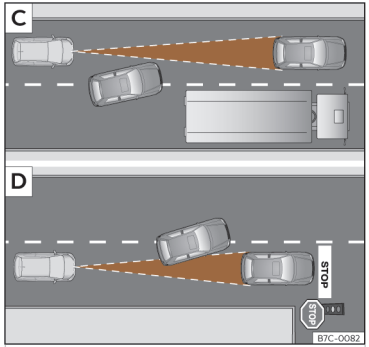

Abb. 133 C Fahrspurwechsel eines anderen Fahrzeugs. D Abbiegendes und weiteres stehendes Fahrzeug.
- Fahrzeuge, die in geringem Abstand auf die eigene Fahrspur wechseln ››› **(Abb. 133)** C.
Es ist möglich, dass ACC nicht auf stehende Fahrzeuge reagiert. Wenn z. B. ein von der ACC erfasstes Fahrzeug abbiegt oder ausschert und sich vor diesem Fahrzeug ein stehendes Fahrzeug befindet, reagiert ACC nicht auf das stehende Fahrzeug ››› (Abb. 133) D.